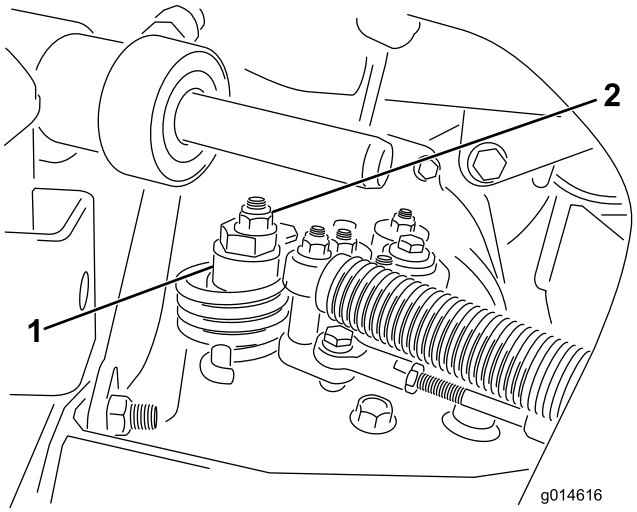

Figur 48
A. Løsne mutteren som fester eksenteren til toppen av hydrostaten (Figur 48).
C. Stram eksenteren til den ikke beveger seg i noen retning. Når hjulet ikke lenger roterer, må du stramme mutteren som låser eksenteren og justeringen (Figur 48). Kontroller justeringen med gassen i sakte- og hurtigstillingene.